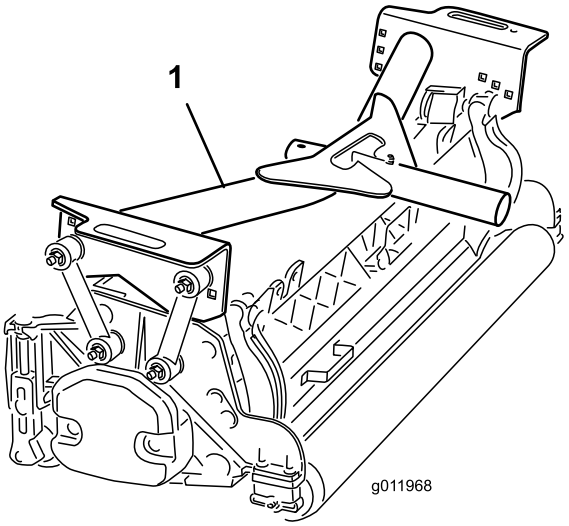

Figuur 16
2. Plaats een voorste draagframe (Figuur 16) op elk voorste maaidek.